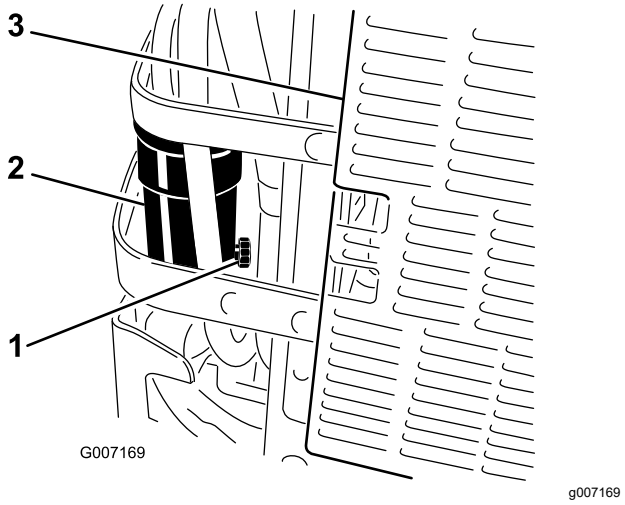

Figur 66
5. Öppna tömningsventilen på vattenseparatorn ungefär ett varv och tappa ur vatten och andra föroreningar (Figur 66).
6. Stäng tömningsventilen när det bara är dieselbränsle som rinner ut (Figur 66).